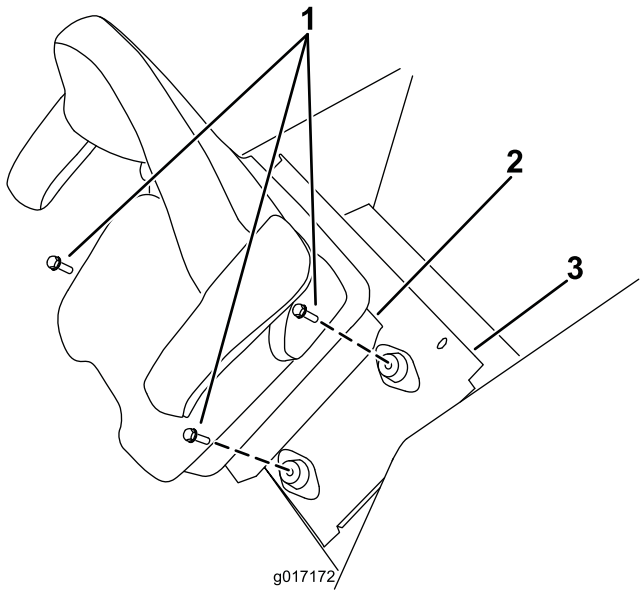

Figur 2
6. Ta bort fästelementen som fäster sätessockeln på sätesfästet och sätesplattan. Lyft bort sätet och sätessockeln från maskinen (Figur 2).